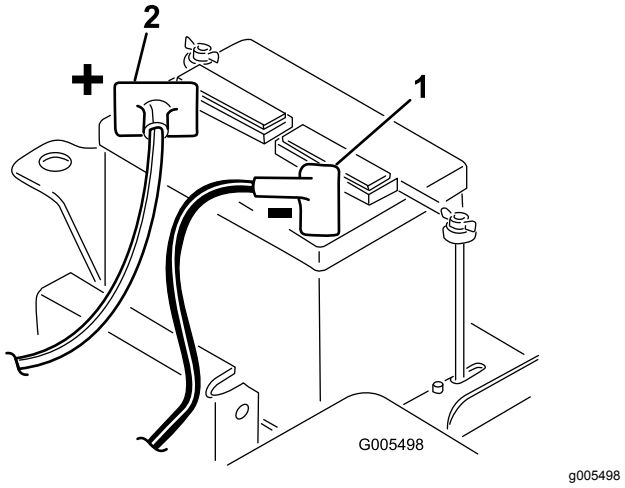

**Figur 5**
2. Koppla den positiva batterikabeln (röd) mellan startmotorns magnetspole och pluspolen (+) på batteriet (Figur 5). Fäst den med en skruvnyckel och bestryk anslutningen med vaselin. Kontrollera att kabeln går fri från sätet när det befinner sig i det bakre läget, annars kan kabeln slitas ut eller skadas.